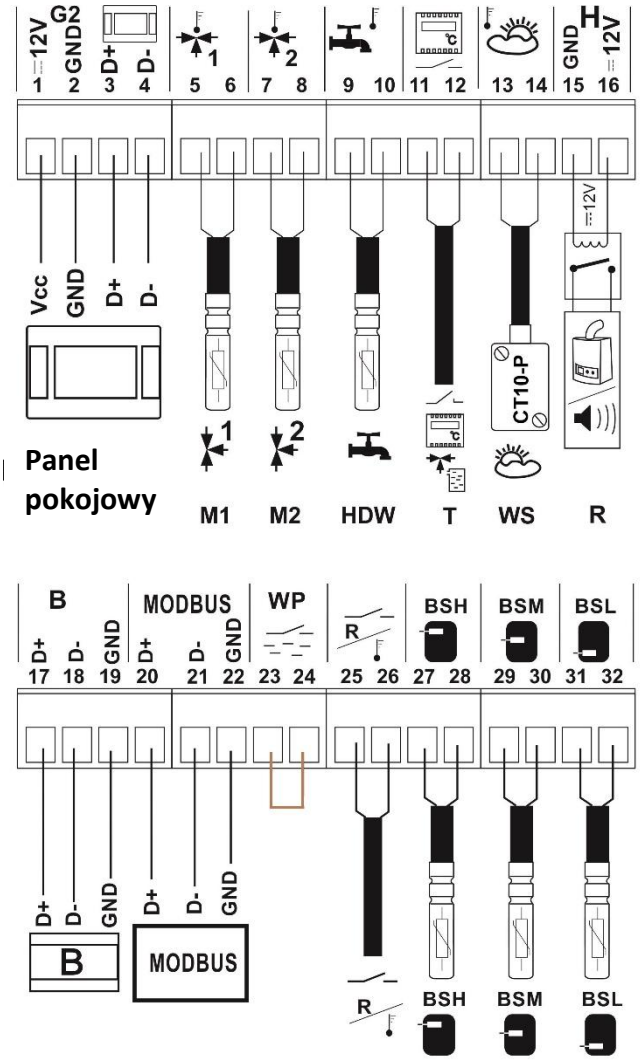

Rysunek 23. Schemat elektryczny podłączenia czujników i panelu pokojowego
Podłącz odpowiedni czujnik do skrzynki sterownika na odpowiednich zaciskach (patrz rysunek 23) i umieść element pomiarowy w żądanym miejscu w systemie grzewczym. Przewód czujnika nie może stykać się z gorącymi powierzchniami kotła lub instalacji grzewczej i musi być zabezpieczony przed wyrwaniem.
Czujnik podłączamy za pomocą przewodu o przekroju co najmniej 0,5 mm2 i maksymalnej długości 25 m. Polaryzacja przewodów nie jest ważna. Podłącz wolny koniec do zacisków 13-14 (patrz rysunek 23) na lewej ścianie skrzynki rozdzielczej sterownika.
- podłączyć czujnik temperatury obiegu grzewczego na lewej ścianie skrzynki rozdzielczej sterownika (patrz Rysunek 23)
Podłącz termostat do zacisków 11-12 (Rysunek 23) na lewej ścianie skrzynki rozdzielczej sterownika. Po zamontowaniu należy przypisać termostat do obiegu grzewczego i mieszacza którym ma sterować. Wchodzimy w: